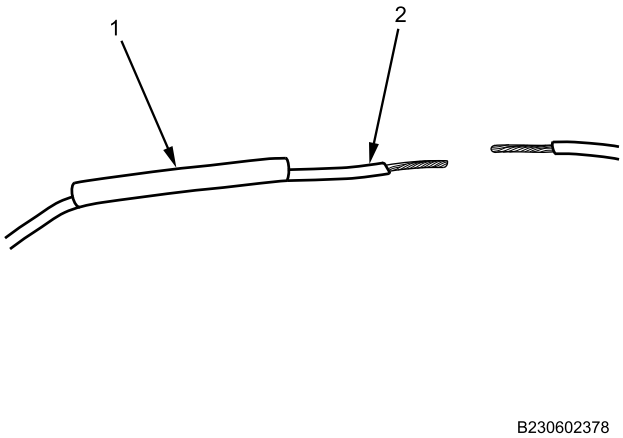

Figure 2. Heatshrink Tubing.
3. Slide a piece of heatshrink tubing (Figure 2, Item 1) over wire (Figure 2, Item 2), far enough from splice to avoid shrinking during the soldering process. Ensure tubing is correct size so it will shrink tightly around spliced connection and will not leave any part of conductor exposed. If repairing J1939 communication wires, place a second piece of shrink tubing around wire harness that is large enough to accommodate the soldered joint, shrink tubing, and a piece of foil tape used for shielding.